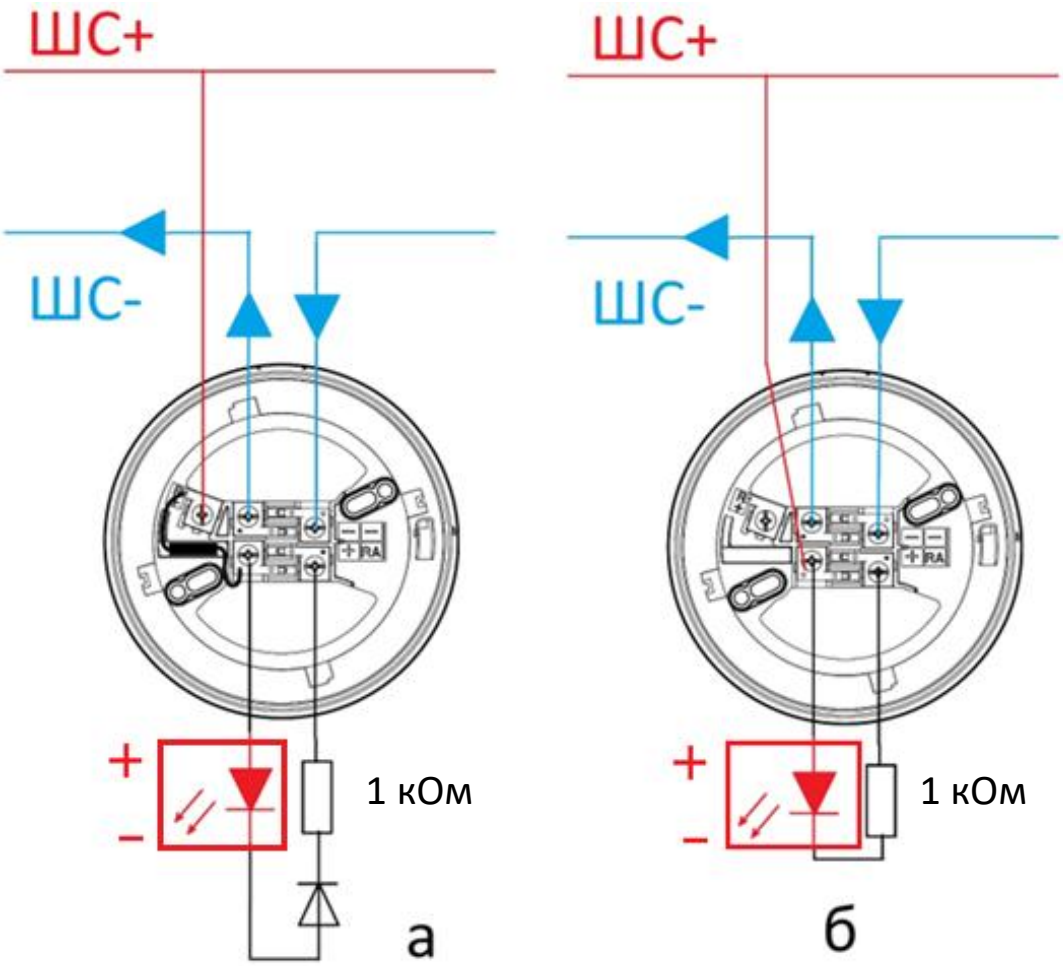

Рисунок 3
3.5 Если ограничение тока предусмотрено ППКП (на уровне не более 40 мА), то балластный резистор можно не использовать, а подключать ШС+ к клемме "+" базы (см. Рисунок 3б). Ток через извещатель не должен превышать максимально допустимого тока потребления извещателя. Извещатель может выйти из строя, если ток в режиме "Пожар" превысит максимально допустимое значение.
3.8 При использовании указанных ВУОС последовательно с ними подключают резистор сопротивлением 1-10 кОм – см. Рисунок 3. Резистор необходим для ограничения тока через внешний СДИ в режиме "Пожар".
3.10 Диод (например, типа КД522, КД510 и т.п.) необходим для корректной работы с ППКП со знакопеременным ШС (см. Рисунок 3а). Если ШС не знакопеременный, то диод можно не устанавливать (см. Рисунок 3б).